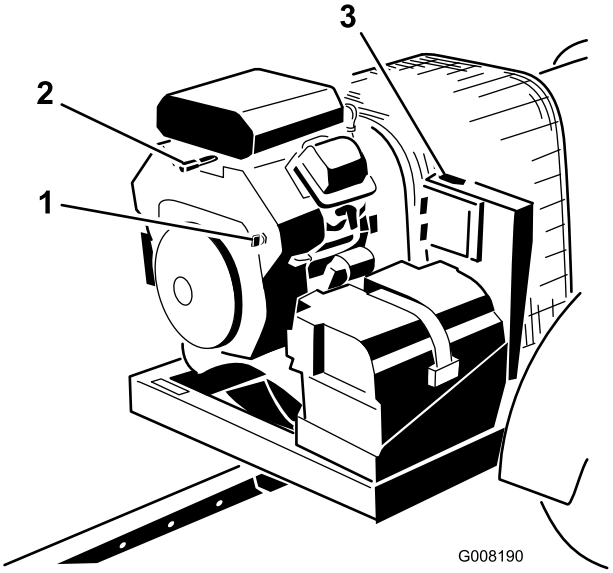

Figuur 13
3. Draai de contactsleutel naar de stand Start en daarna snel naar de stand Aan (Figuur 13). Dat activeert de ontvanger.
4. Draai als u de machine verlaat de sleutel in de stand Uit en verwijder deze uit de motor (Figuur 13).